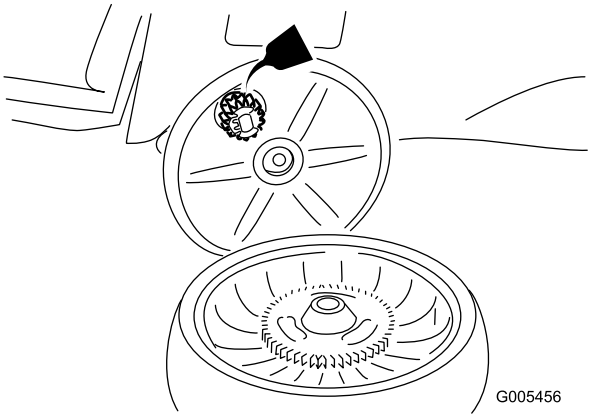

Figuur 33
2. Smeer olie op de tandwieloverbrenging zoals wordt getoond in Figuur 33.